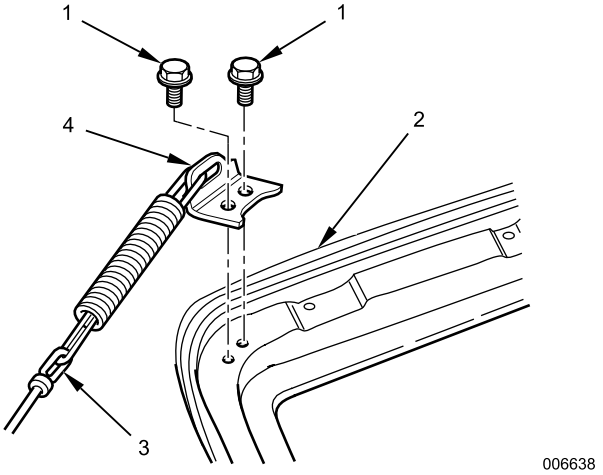

Figure 8. Hood Safety Cable.
4. Remove two bolts (Figure 8, Item 2), hood safety support (Figure 8, Item 1 or 5), and hood safety cable (Figure 8, Item 4) from each side of hood (Figure 8, Item 3).